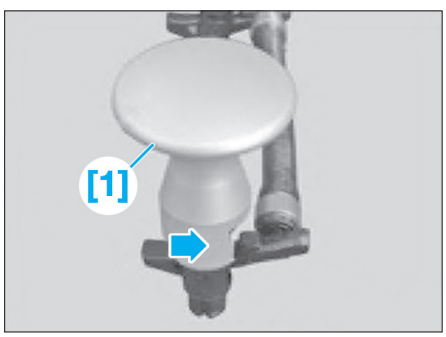

Fig. 69
- [1]. Outil de déverrouillage des tuyau de retour de carburant réf. BMW 1130170 **(Fig.69)**.
• Sur les versions 120d et à l'aide de l'outil [1], déverrouiller les conduites de retour **(Fig.69)**.